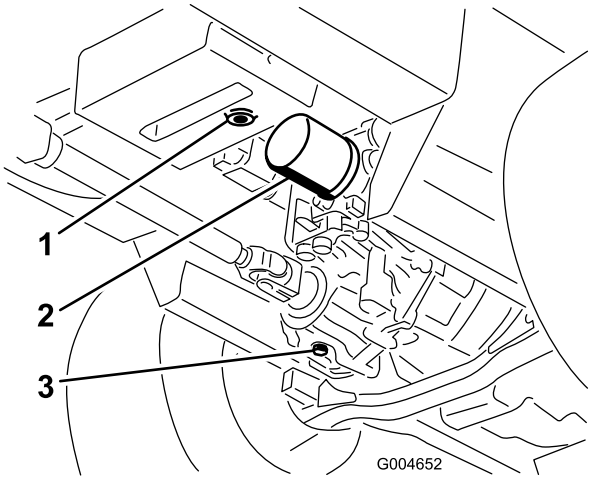

Figuur 61
3. Plaats een grote bak onder het hydraulische reservoir en de versnellingsbak en verwijder de aftappluggen om alle hydraulische vloeistof weg te laten lopen (Figuur 61).
4. Reinig de omgeving van het hydraulische filter en verwijder het filter (Figuur 61).